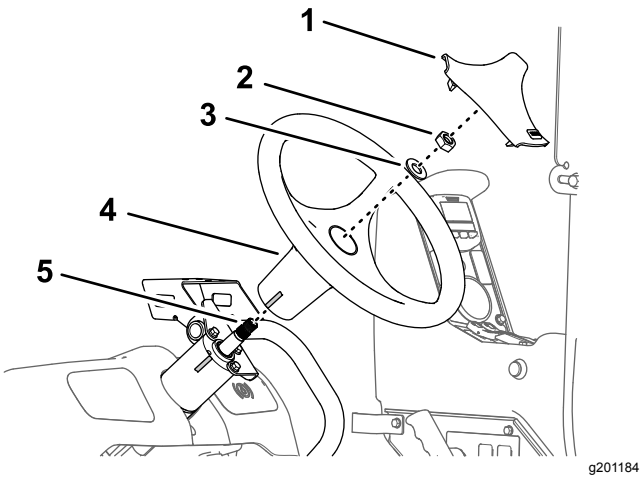

Rysunek 165
1. Ustaw znak z taśmy na kierownicy równo z zaznaczeniem na obudowie zaworu układu kierowniczego (Rysunek 165).
2. Załóż kierownicę na wał zaworu układu kierowniczego (Rysunek 165) i zamocuj zakładając podkładkę (⅝ cala) i nakrętkę (⅝ cala) odkręcone wcześniej w kroku 3 procedury Zdjęcie kierownicy (Strona 78).